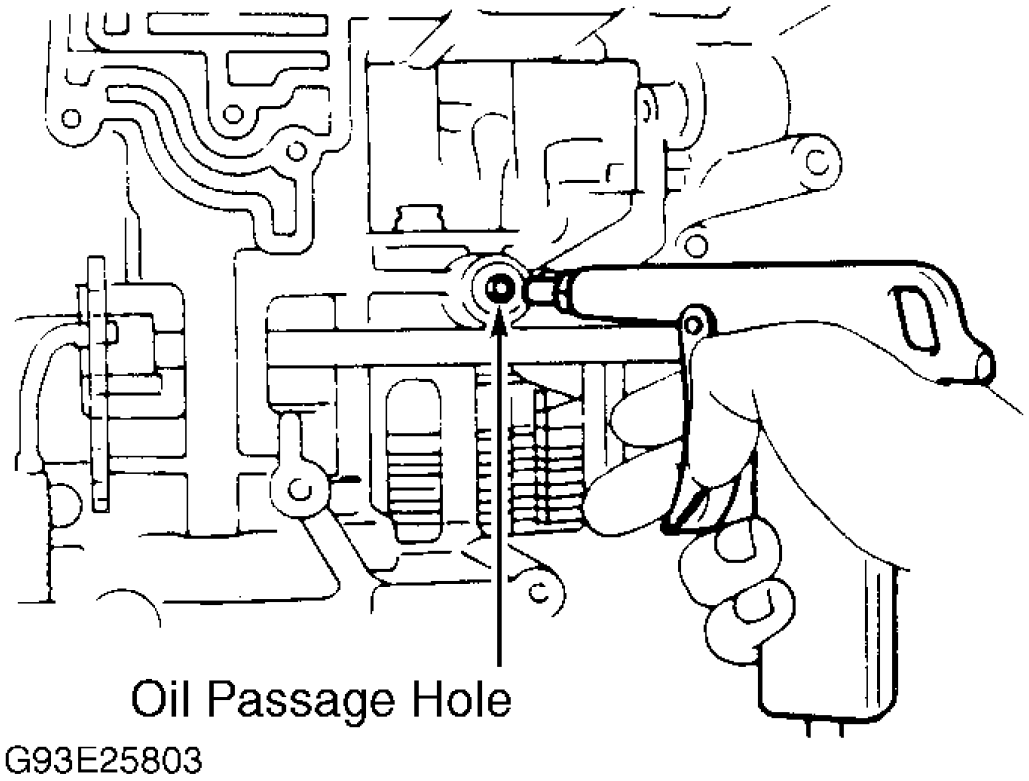

Fig. 13: Checking Operation & Removing 2nd Brake
12. Apply compressed air to 2nd brake piston port and check operation of 2nd brake. See **Fig. 13** . Remove 2nd coast brake band guide. DO NOT separate band guide and bolt. Remove snap ring securing 2nd brake drum. Remove drum.